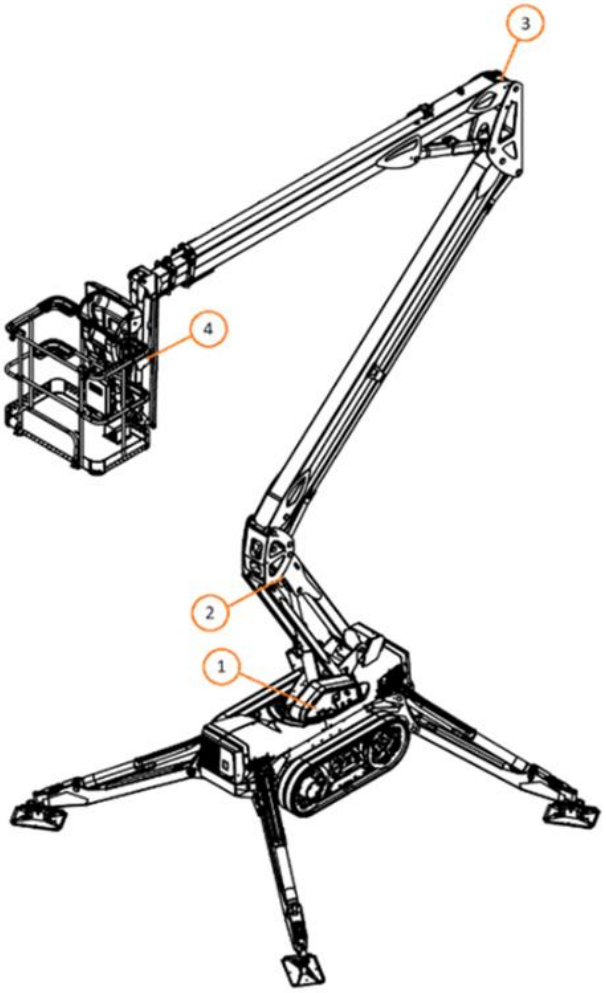

Figure 38. Capteurs de position de la machine
La plateforme d'accès est équipée de quatre (4) capteurs de position. L'un des capteurs se situe à l'intérieur du panneau de commande inférieur qui mesure l'inclinaison du châssis (figure 38 (1)). Les trois autres capteurs se trouvent dans la structure des bras. L'un dans le bras inférieur à l'extrémité supérieure du vérin (figure 38 (2)), un à l'intérieur du bras supérieur sous la trappe de service (figure 38 (3)) et le dernier dans le bras pendulaire à l'extrémité inférieure du vérin en dessous du cache de protection (figure 38 (4)).